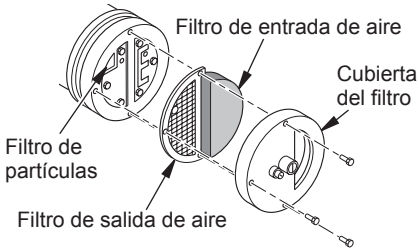

Figura 20 - Filtros de salida de aire, entrada de aire y partículas
1. Retire los tornillos de la cubierta del filtro con un destornillador para tuercas de 5/16" (consulte la figura 20).